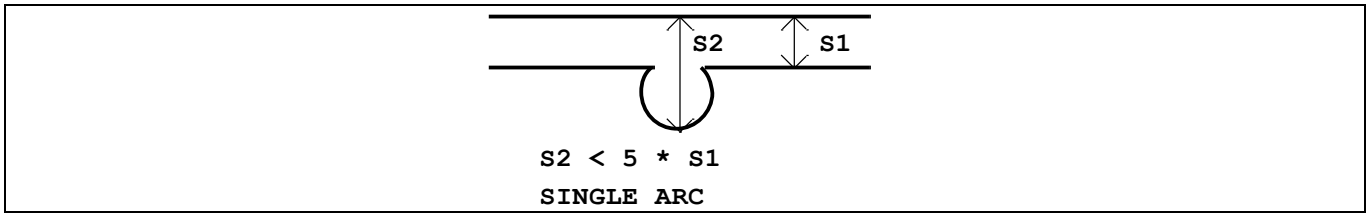
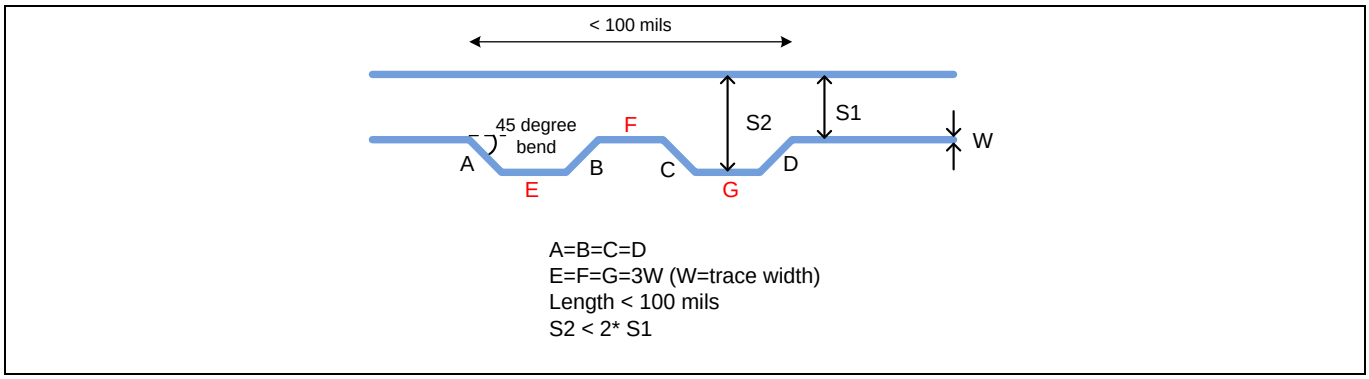

Figure 19 Single arc routing
Figure 20 Serpentine routing
- There are different routing methods for length matching: single arc routing and serpentine routing methods. See Figure 19 and Figure 20 for single arc routing and serpentine routing respectively